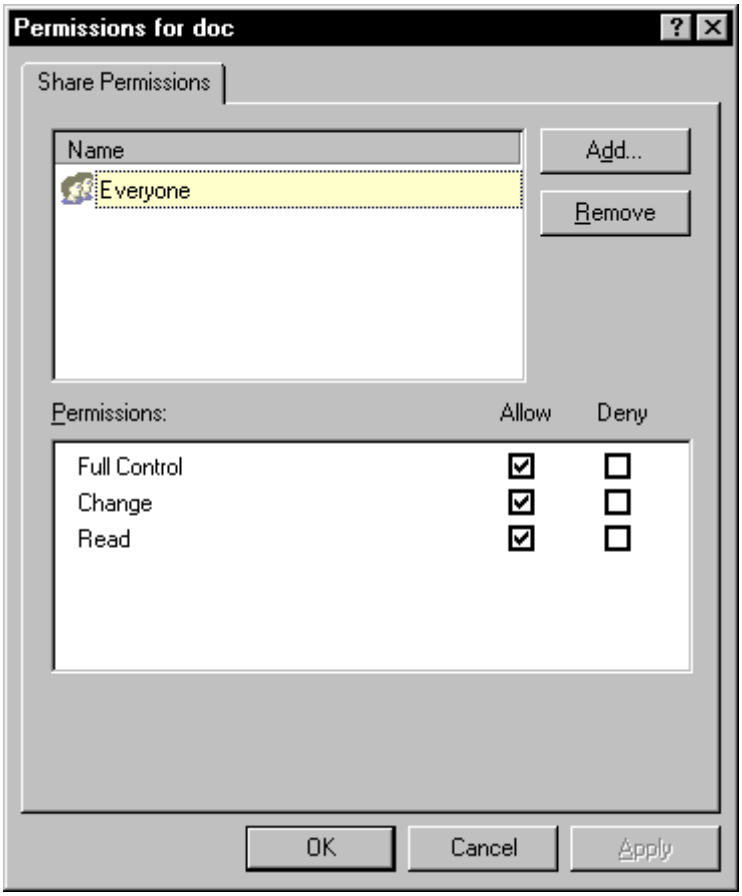

**Figure 12-3**
5. Select **Everyone**, and then click **Remove**. (Figure 12-3).